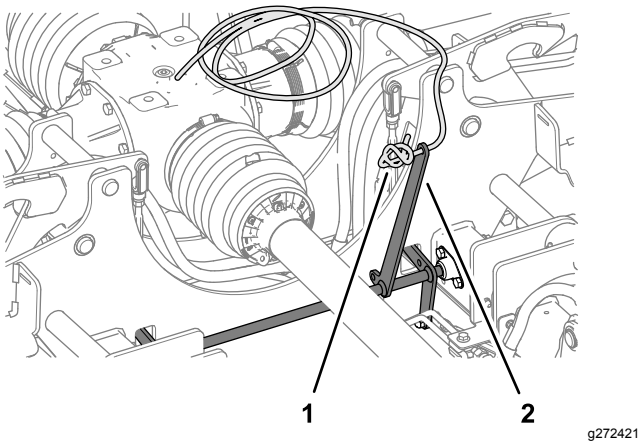

Rysunek 11
1. Poprowadź koniec liny blokady podwozia tnącego przez otwór w dźwigni blokady i bezpiecznie przywiąż linę (Rysunek 11).